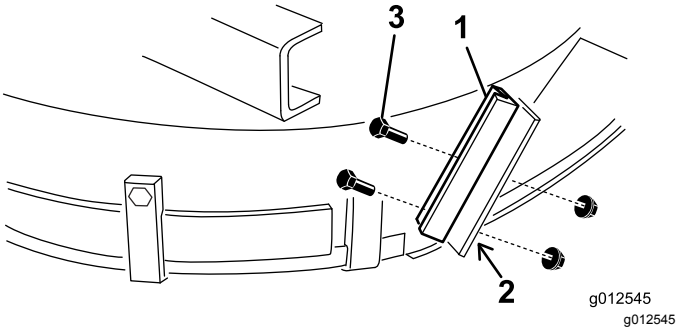

Figura 17
1. Utilizzando il nuovo arresto del deflettore come riferimento, impostatelo sull'arresto del deflettore piatto originale (Figura 17). Assicuratevi che il nuovo arresto del deflettore sia allineato al livello inferiore, a contatto con il lato del piatto di taglio, e parallelo al bordo esterno del supporto del deflettore.
3. Montate il nuovo supporto del deflettore sul vecchio arresto del deflettore con 2 bulloni (¼-20" x ¾") e dadi di bloccaggio (¼-20") come mostrato nella Figura 17.